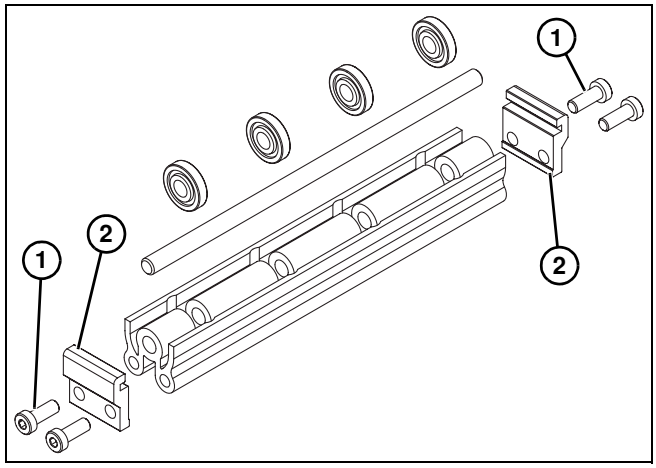

Abbildung 15
1. Umlenkrollen finden. Explosionsdarstellung ist in Abbildung 15 gezeigt.
2. Schrauben **(Abbildung 15, Teil 1)** und Klammern **(Abbildung 15, Teil 2)** abnehmen und von Rollenbaugruppe entfernen.